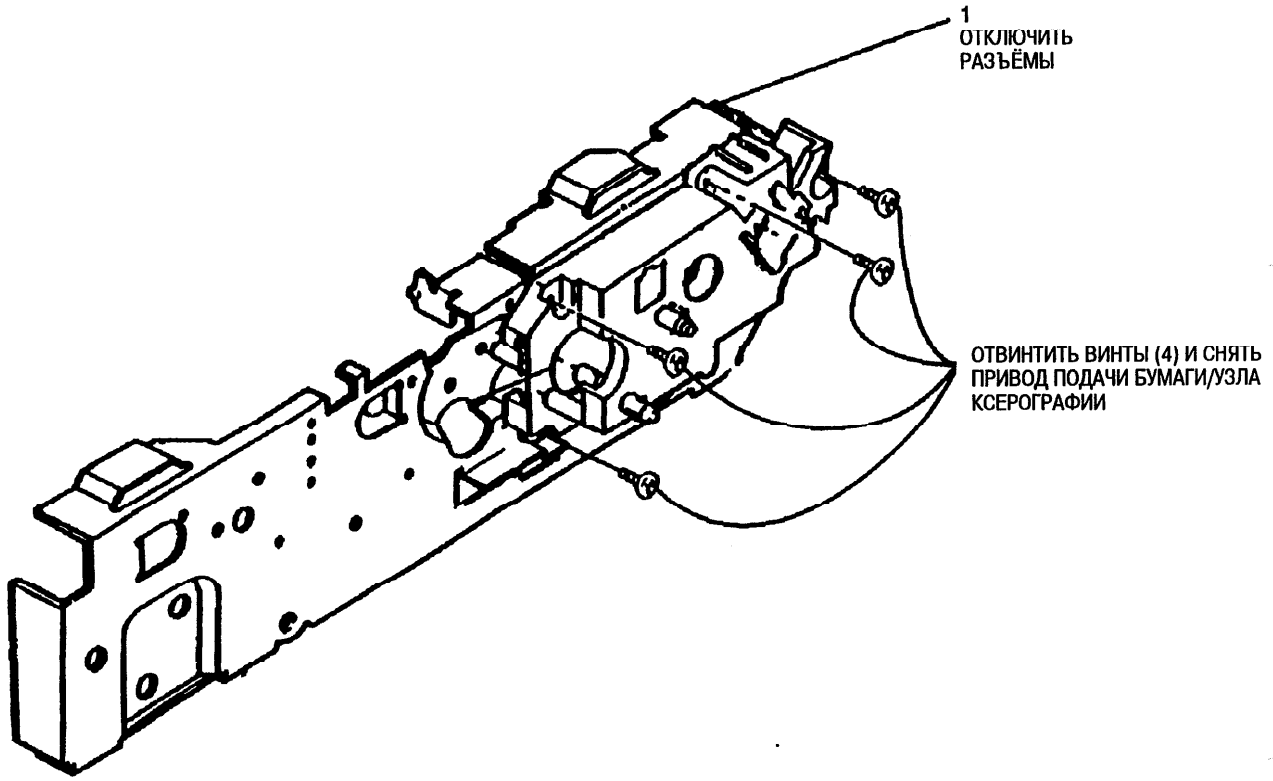

Рис. 1. Снятие привода
3. (Рис. 1): Снять привод подачи бумаги/ксерографии.